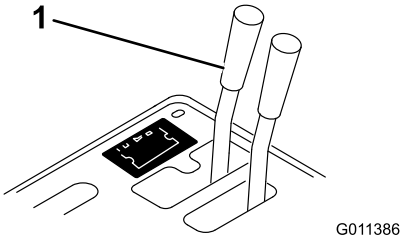
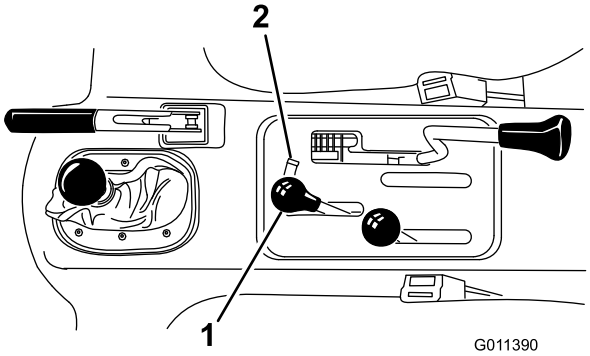

Figur 14
Figur 15
1. Flytt hydraulikkventilspaken (Figur 14) til flytestilling på kjøretøy med serienumre før 239999999, og beveg hydraulikkløftespaken (Figur 15) på kjøretøy med serienumre fra 240000001 og oppover frem og tilbake for å avlaste systemtrykk og gjøre det enklere å koble fra hurtigkoblingene.